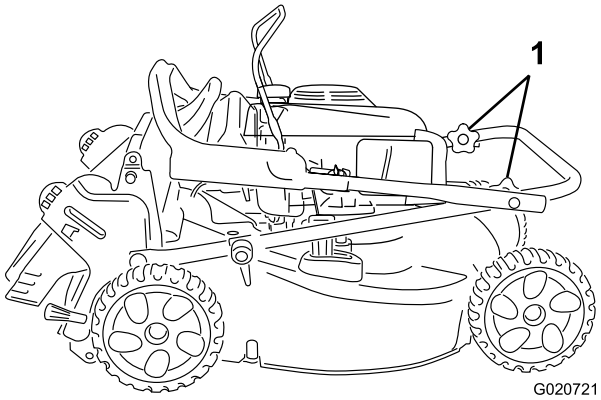

Figura 3
1. Allentate le manopole della stegola (Figura 3).